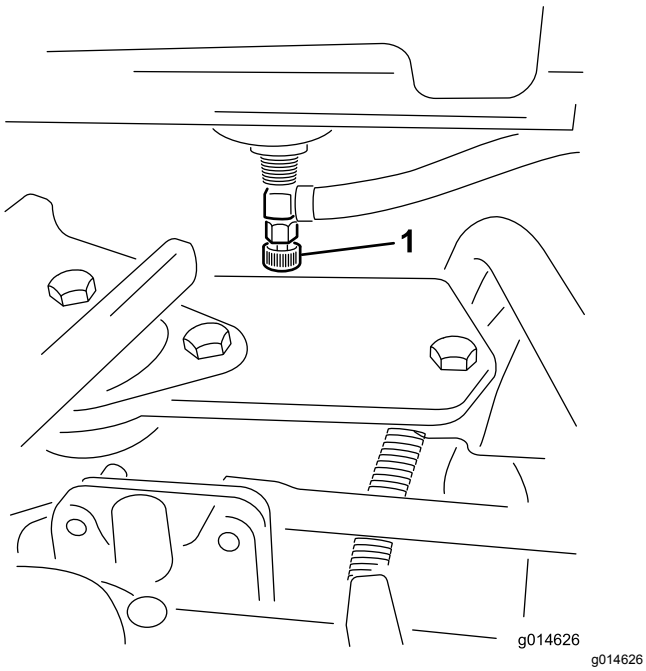

Figur 48
1. Luk brændstofafbryderventilen (Figur 48) under brændstoftanken.